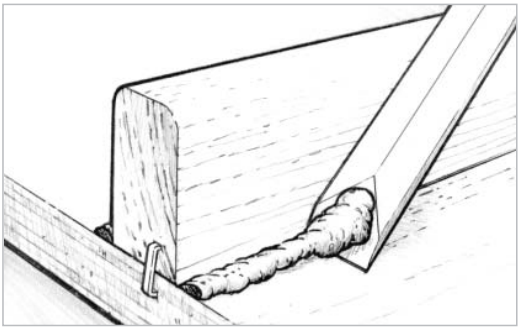

Figure 9-11 *Remove excess epoxy before it begins to gel. A sharpened mixing stick makes an excellent cleanup tool.*
4. Remove or shape excess adhesive that squeezes out of the joint as soon as the joint is secured with clamps. A wooden mixing stick with one end sanded to a chisel edge is an ideal tool for removing the excess *(Figure 9-11)*.